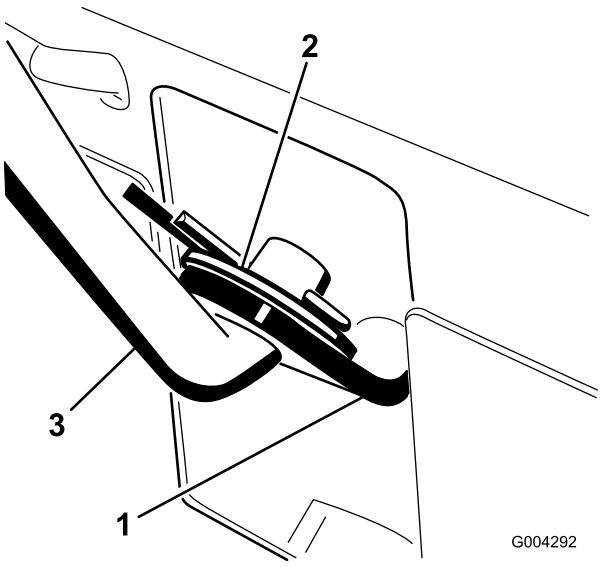

Figur 6
1. Trekk hastighetsvelgerarmen (Figur 6) til full utoverposisjon.
3. Installer hastighetsvelgerstaget i hastighetsvelgerarmen, sett på en flat skive på hastighetsvelgerstaget og fest med en splint (Figur 6).